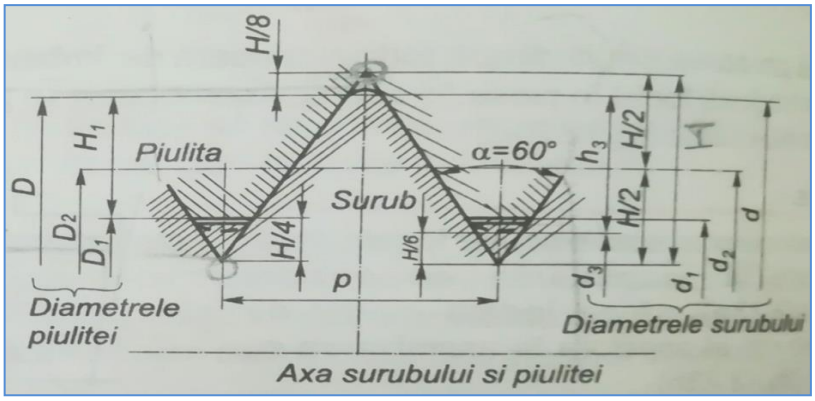

Figura 3
b. Comparați elementele geometrice ale filetului reprezentat în *Figura 3*, cu cele ale piesei selectate și notați caracteristicile elementele geometrice ale filetului în *Tabelul1*.